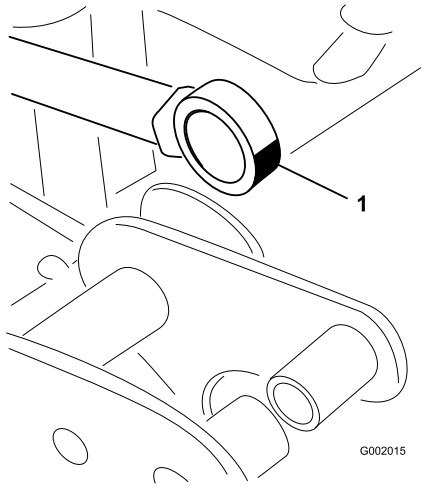

Figuur 35
5. Pak het uiteinde van het lager van de actuatorstang vast en spuit vet in het lager (Figuur 35). Veeg overtollig vet weg.